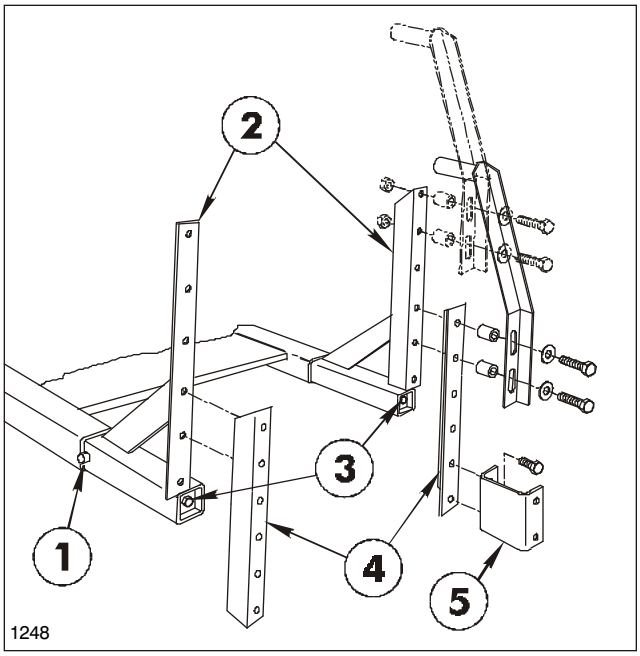

FIG. 10
1. Apply a heavy coating of grease to the tubes of the two Boom Mount Assemblies and insert them into the Vehicle Frame until Stop Pin bottoms out against Vehicle Frame. (See FIG. 10.)
NOTE: Attach the Boom Mounting Brackets so that the bottom surface of the brackets are 20”(508mm) to 30” (762mm) above the ground. If necessary use the (2) Boom Angles to obtain the proper height. FIG. 10.
3. Attach the (2) "U"-shaped Boom Mounting Brackets to the proper holes in the Boom Mount uprights or Boom Angles with (4) 1/2" x 1-1/4" cap screws, and lock nuts. See FIG. 10 & 11.
4. Install the (2) Boom Hold-In Assemblies to the top of the Boom Mount uprights or Boom Angles using (4) 1/2" x 1-1/4" cap screws, flat washers, spacer tubes and lock nuts. See FIG. 10 & 11.